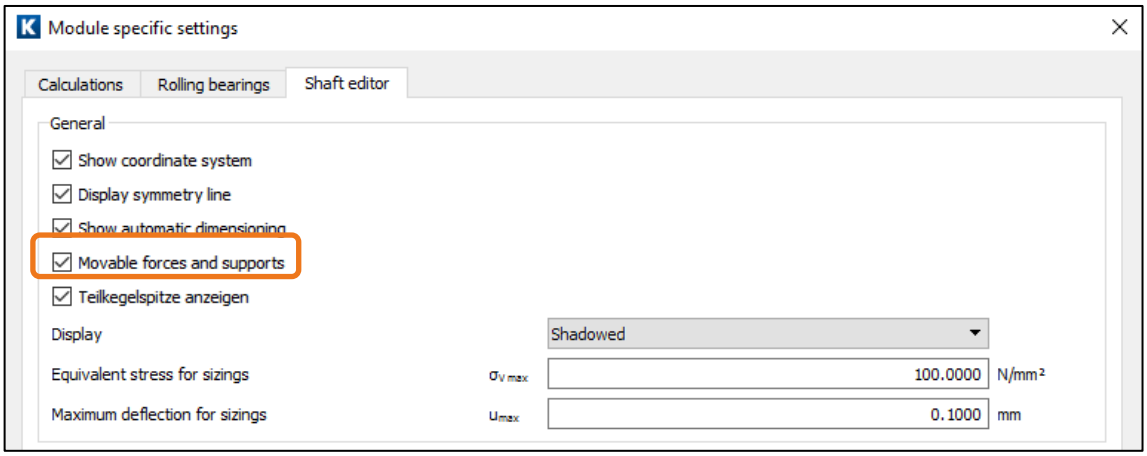

图 25. 设置移动力和支撑
- 点击"Shaft –editor 轴编辑器" 去检查新截面的位置（如果"Movable forces and supports 移动力和支撑"复选框勾上，可以用鼠标移动截面），见图 25。